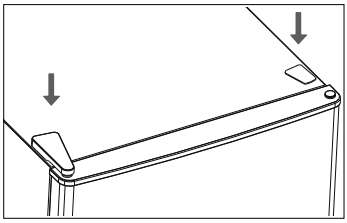

Abb. 15
- Setzen Sie die Scharnierabdeckung und die Schraubenabdeckung wieder auf (siehe **Abb. 15**).